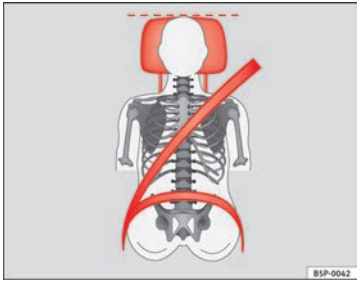
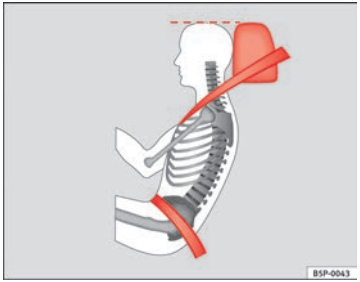

Fig. 3 Poggiatesta posizionato correttamente, vista frontale
Fig. 4 Poggiatesta posizionato correttamente, vista laterale
– Regolare il poggiatesta portando il suo bordo superiore alla stessa altezza della parte superiore della testa, se possibile, almeno all'altezza degli occhi ⇒ fig. 3 e ⇒ fig. 4.